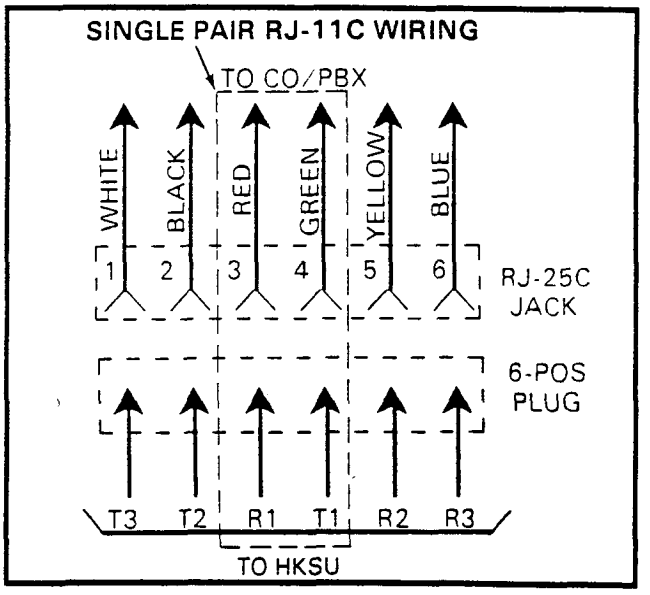
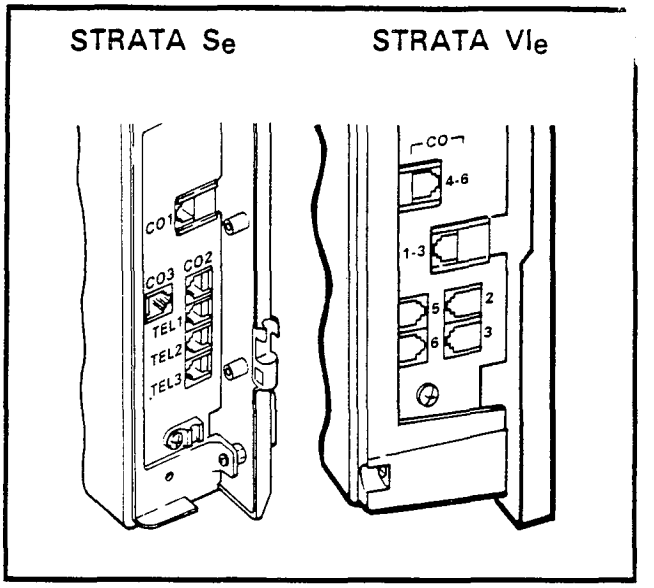

FIGURE 15—RJ-11C/RJ-25C COLOR CODE
FIGURE 16—S_e/VI_e HKSU RIGHT SIDE PANEL
06.04 Various manufacturers of modular station blocks have employed different color codes to indicate the sequence of pairs in their blocks. However, the color code most commonly used is shown in Figure 15. Verify the configuration
06.11 The CO/PBX lines are connected to the system via 6-wire modular line cords (no longer than 25') that are connected directly to the HKSU's right side panel (Figure16)—CO1 modular connector on S_e; 1-3 and 4-6 modular connectors on VI_e. The opposite end of each cord
then terminates directly into a locally provided RJ-25C jack (Figure 15).
06.12 The CO/PBX lines may also be connected via 2-wire modular line cords to connectors CO1, CO2, and CO3 (S_e) or connectors 1-3, 4-6, 2, 3, 5 and 6 (VI_e) on the right side panel (Figure 16). The opposite end of each cord then terminates directly into a locally provided RJ-11C jack (Figure 15).